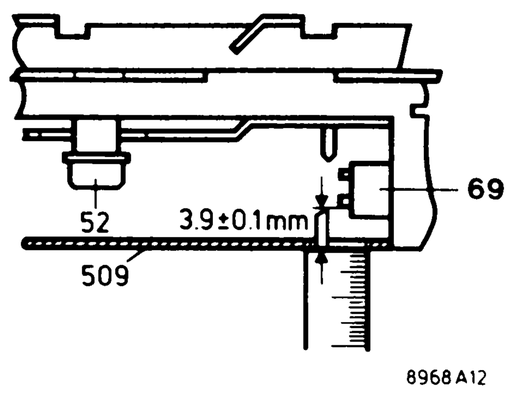

Fig. 2
a. Vérifier la hauteur comme indiqué en Fig. 2
a. Kontrollieren der Kopfhöhe nach Abb. 2.
Verificare l'altezza come indicato nella Fig. 2.